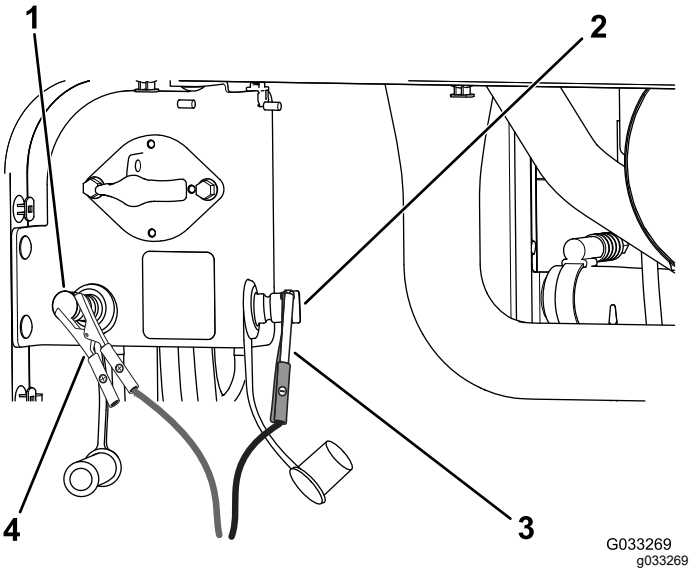

Figura 110
4. Conecte el cable positivo del cargador de la batería al borne positivo del otro vehículo (Figura 110).
5. Conecte el cable negativo del cargador de la batería al borne negativo de la batería del otro vehículo (Figura 110).
7. Cuando las baterías estén completamente cargadas, desconecte el cargador de la fuente de electricidad, luego desconecte los cables del cargador de los bornes de la batería del otro vehículo (Figura 110).